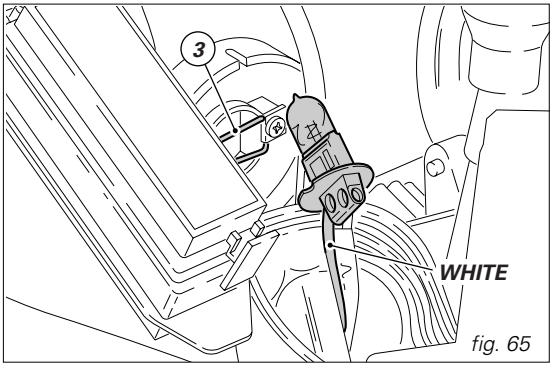

fig. 65
L.h. high beam bulb (fig. 65):